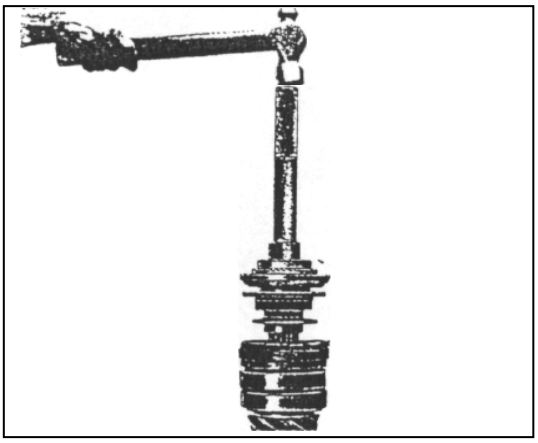

РИС. 329
9) Смажьте шлицы ведущей шестерни главной передачи и шлицы соединительного фланца карданного вала. Установите соединительный фланец на ведущую шестерню, используйте оправку 2640 5890 3510 и рукоятку 2640 5890 3511, так чтобы он находился на уровне с упорной шайбой, (см. рис.329).